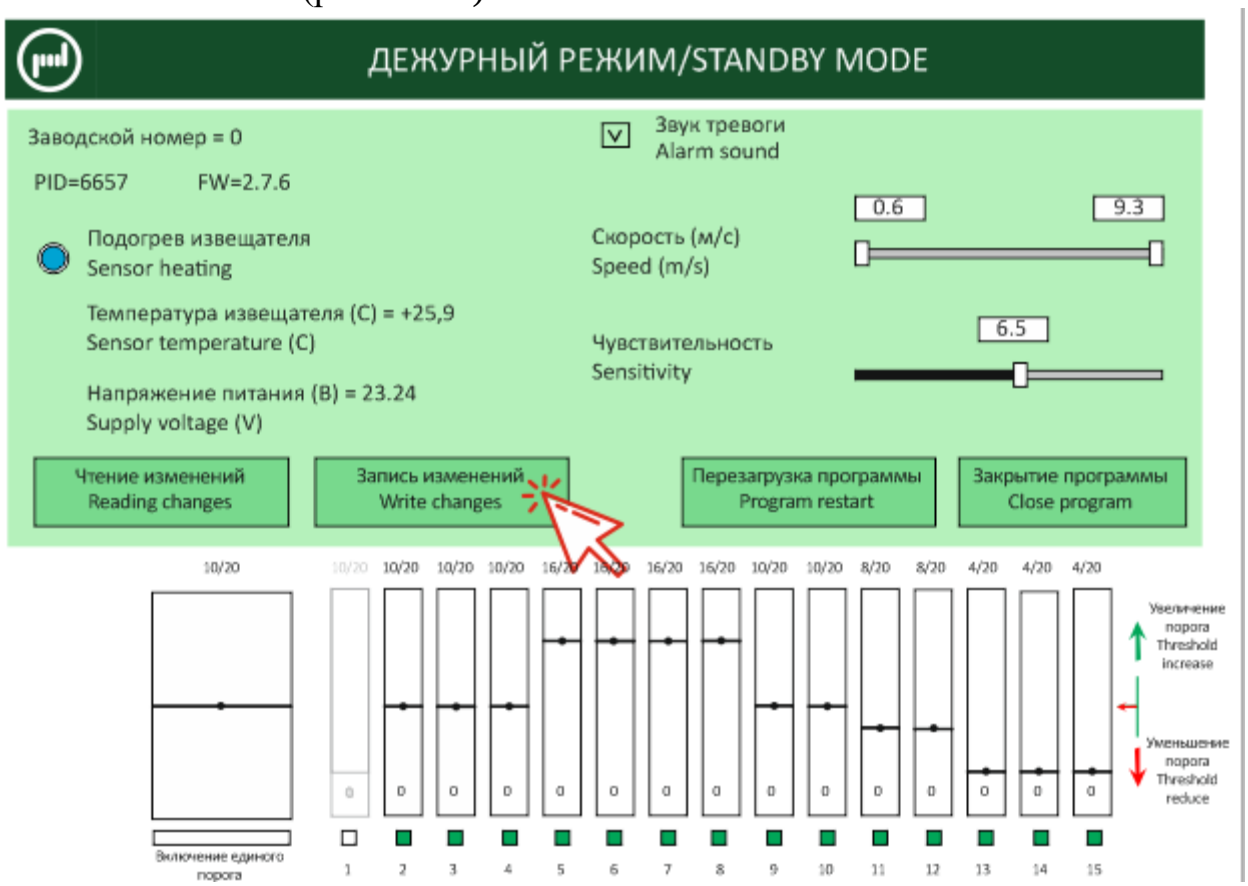

Рис. 11.13
11.2.1.10 Сохранить произведенные настройки в память извещателя нажав кнопку «Запись изменений» (рис. 11.13)